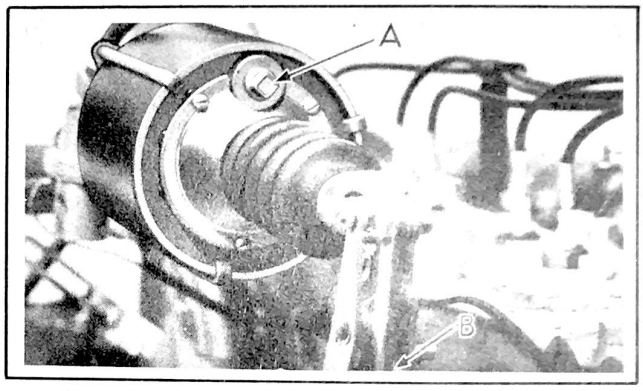

Figure 205 - Lubrication Power Cylinder
Remove the pipe plug (A), Fig. 205, in the cylinder end and inject lubricant. Remove the piston rod end to bell crank bolt and the valve rod to lever link. Rotate the piston with an in and out motion to distribute the oil over the entire piston and oil wick.
Two or three drops of oil in the bell-crank bracket oil hole (B), Fig. 205, every 1000 miles will insure free operation.